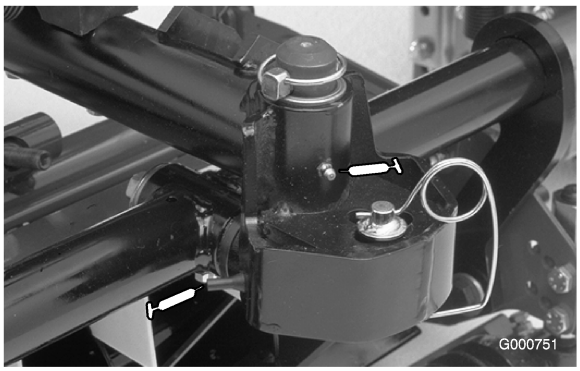

Figuur 29
- Draagframe van maaidek en draaipunt (2 van elk) (Figuur 29)